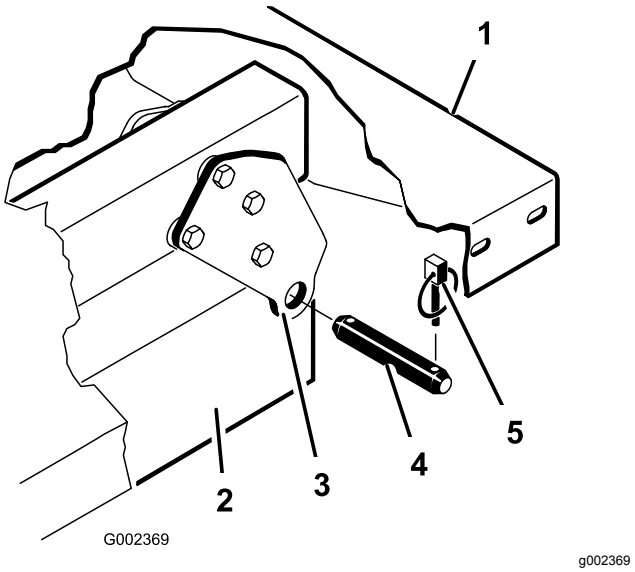

Figur 4
5. Afmonter de gaffelbolte, der fastholder cylinderstangens ender til ladmonteringspladerne, ved at skubbe boltene indad (Figur 4).
6. Afmonter de ringstifter og gaffelbolte, der fastgør aksebeslagene på stelkanalerne (Figur 4).